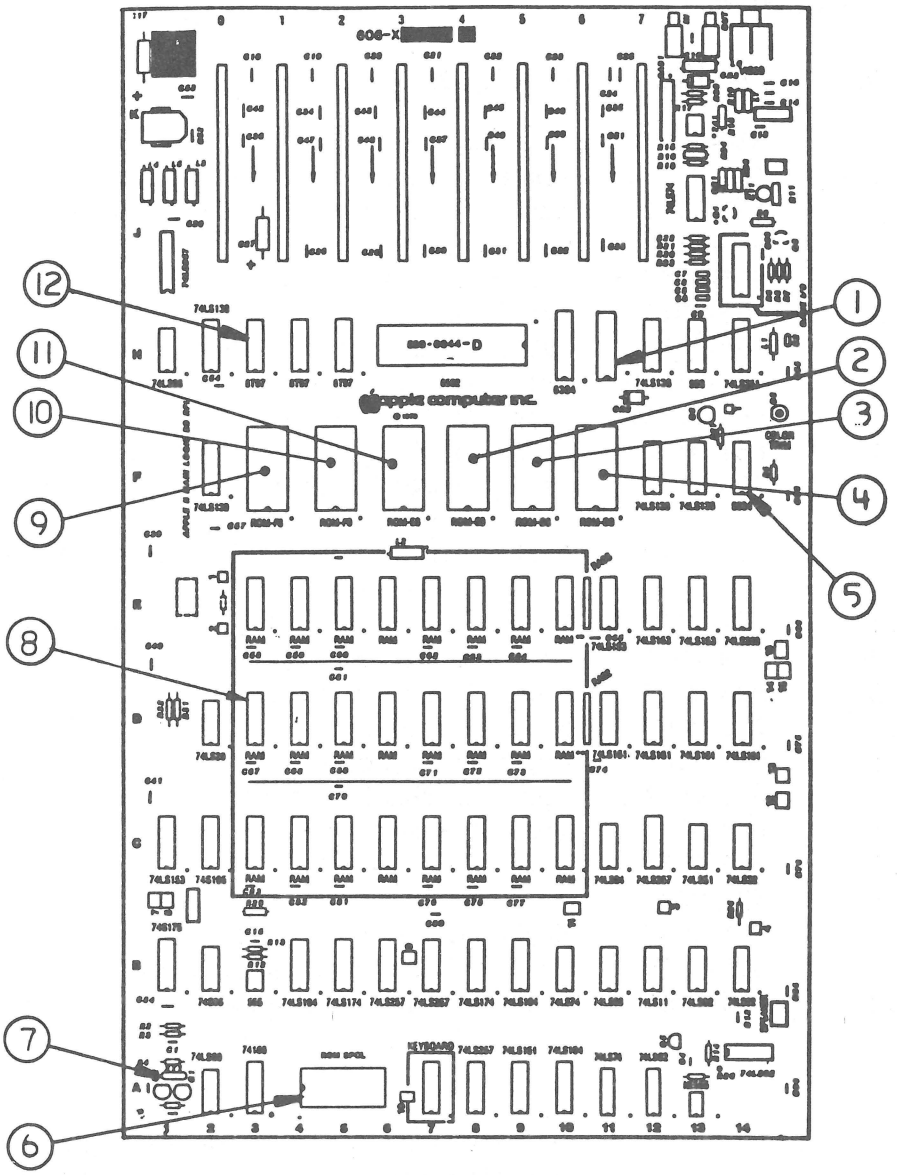

FIGURE 2
6.5 Universal Parallel Printer Board (Figure 2)
APPLE /// and APPLE /// PLUS - UNIVERSAL PARALLEL PRINTER BOARD (Figure 2)